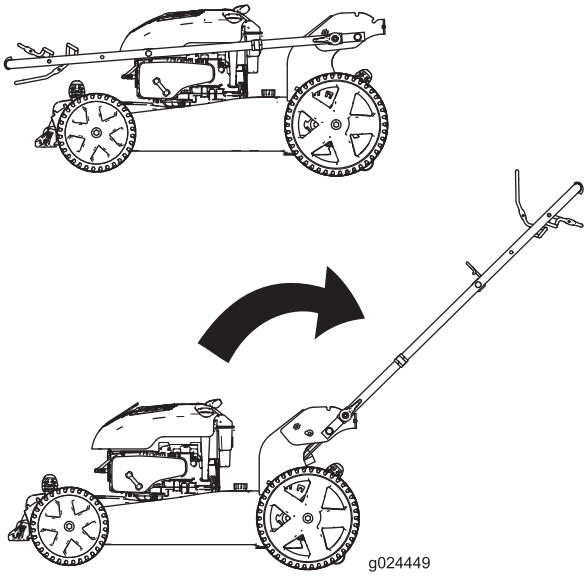

Figura 3
1. Spostate la stegola all'indietro in posizione di guida (Figura 3).